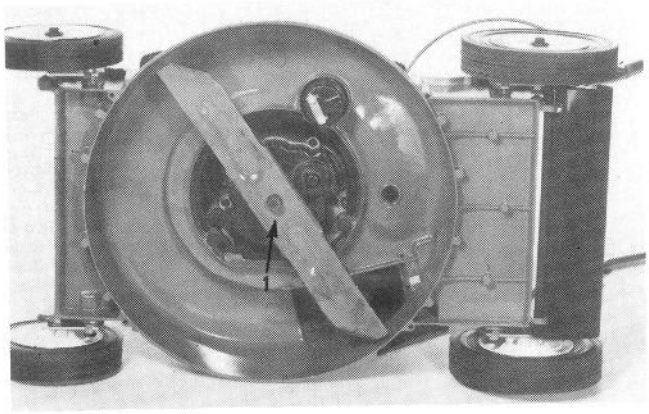

Figure 36
4. Grasp end of blade using a rag or thickly padded glove. Remove cap screw, lock washer and blade (Fig. 36).
3. Tip mower on its right side (Fig. 36), opposite the spark plug side, and allow it to remain tipped for only a short time. Avoid rotating the blade when mower is tipped because starting problems may result.